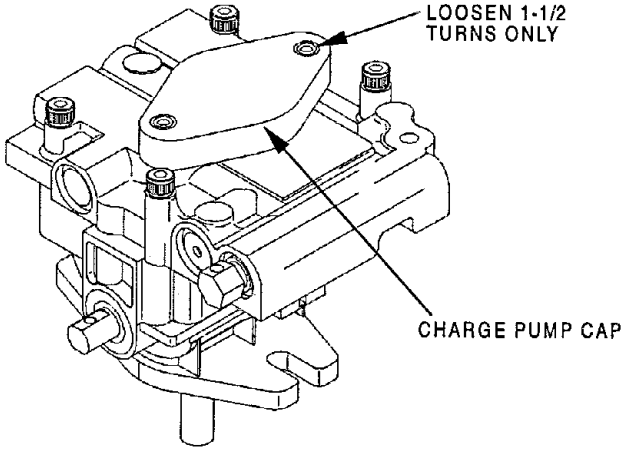

FIG. 10
g) If either drive wheel does not rotate, one or both of the charge pumps (located on the top of the main pump as shown in Figure 10) may have lost their " prime" . Refer to Section 5.1.10.
The critical area for purging air from the hydraulic system is between the oil reservoir and each charge pump located on the top of each variable displacement pump. (See Figure 10).
e) To " prime" charge pump, loosen two hex socket head capscrews (shown in Figure 10) **1-1/2 turns only.** ***Make sure engine is not running.*** Lift charge pump housing upward and wait for a steady flow of oil to flow out from under housing. ***Retighten capscrews***. Do this for both pumps. Note: Hydraulic reservoir can be pressurized to up to 5 psi to speed this process.